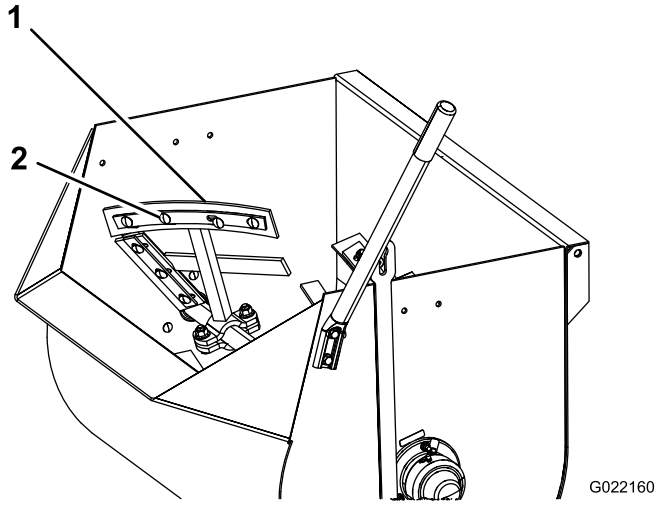
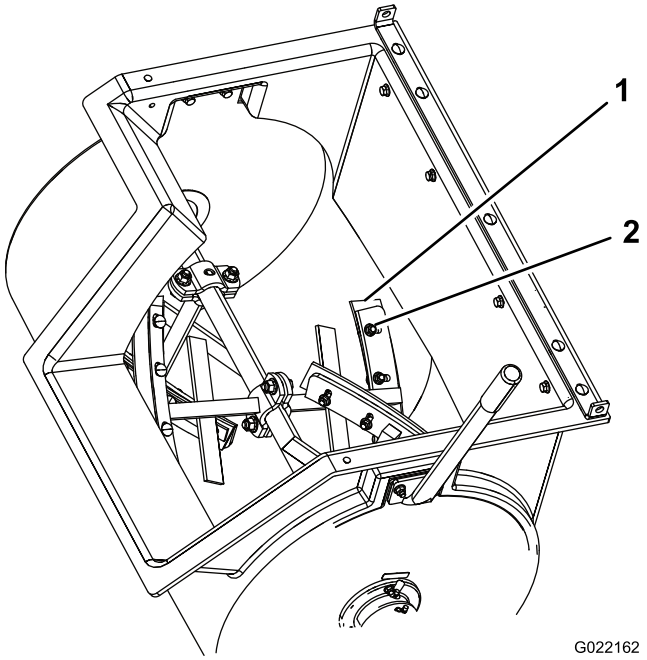
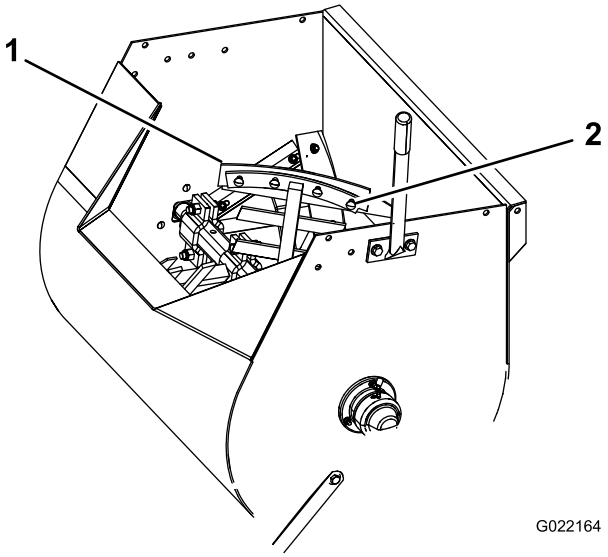

Figure 44
Figure 45
Figure 46
4. Desserrez les écrous et boulons qui fixent les lames aux pales (Figure 44, Figure 45 ou Figure 46).